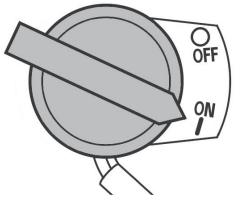

Рис. 21 Выключатель зажигания
6. Переведите выключатель зажигания в положение «ON» (Включено) (Рис. 21).
4. Переведите основной выключатель зажигания в положение «OFF» (ВЫКЛЮЧЕНО) (Рис. 21).